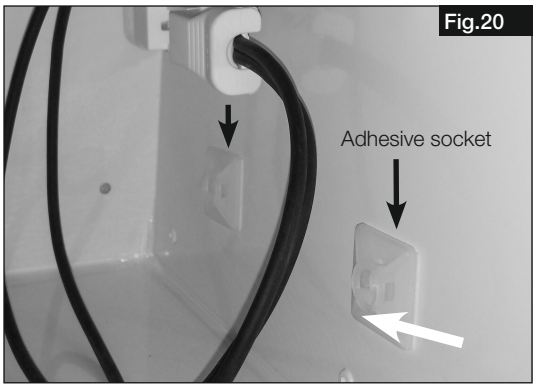

Fig.20
4. Adhere enclosed adhesive socket to the sheet metal wall (Fig.20)